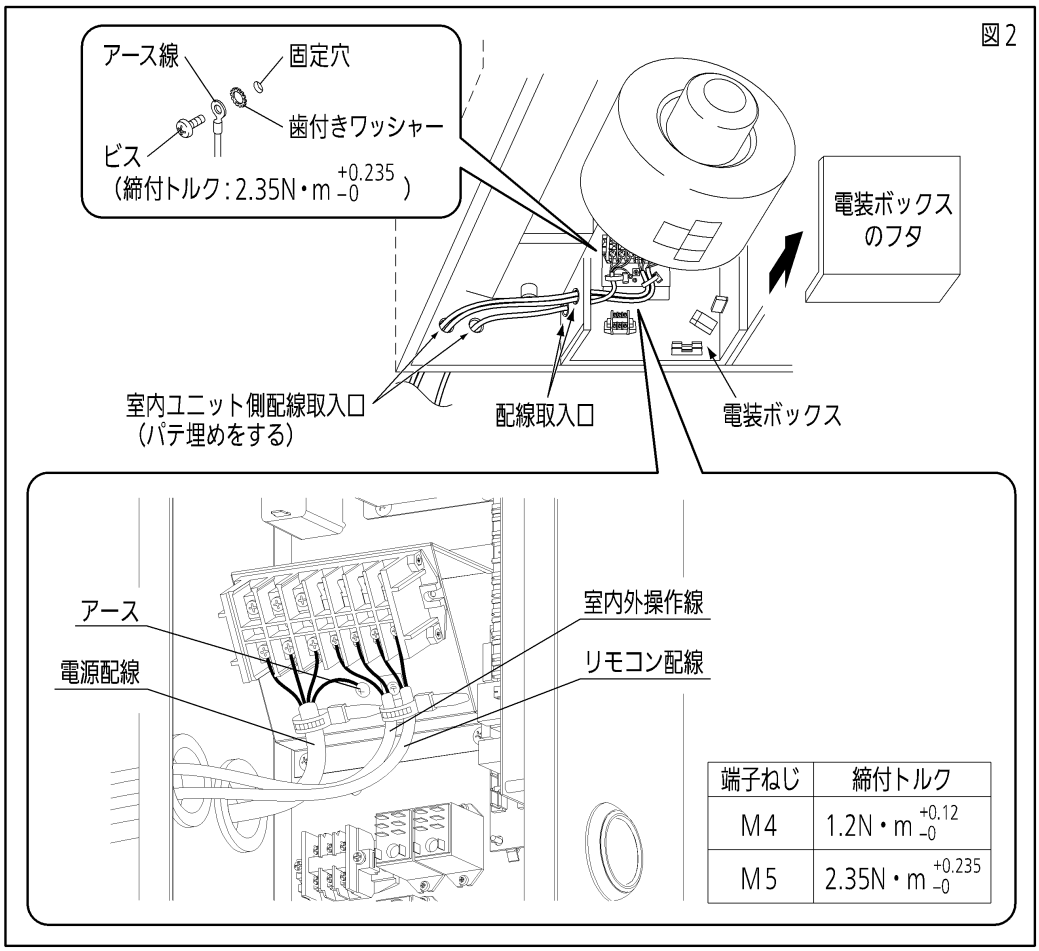

図2
② 室内ユニットの中にある電装ボックスのフタをはずしてください。（図2）